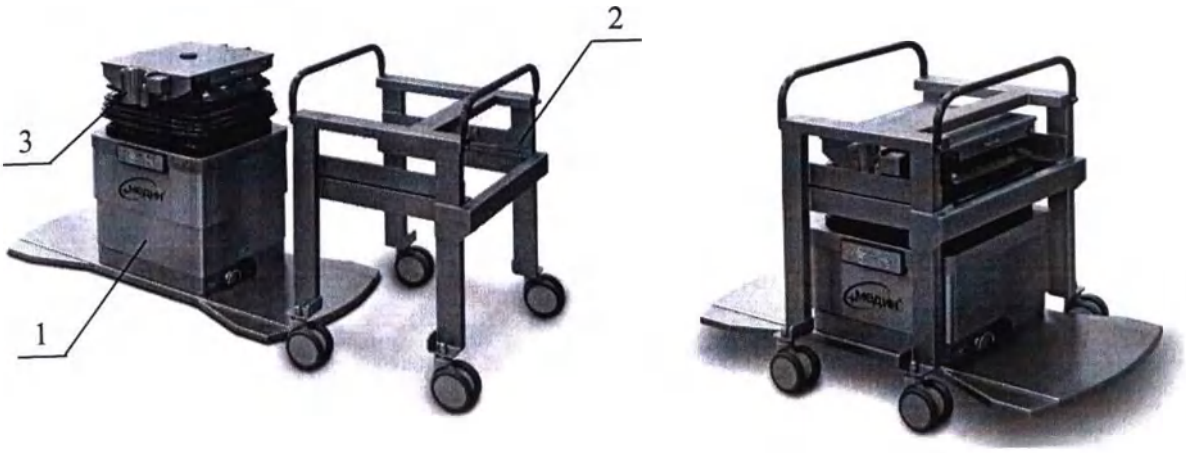

Рисунок 4. Перемещение тумбы стола.
6.10 Для перемещения тумбы стола 1 используется транспортер для тумбы 2 (Рисунок 4). Для транспортировки тумбы, верх колонны стола выставляется в горизонтальное положение («-0-») и подстраивается по высоте под тележку, если тумба находится не в «-0-» подъем и опускание ее будут заблокированы. Транспортер надевается вручную, спереди или сзади тумбы таким образом, чтобы кронштейны тумбы 3 касались упоров транспортера. Затем, нажатием кнопки 3 (Рисунок 6) на пульте управления, тумба отрывается от пола и перегружается на транспортер. Опускание тумбы на пол производится нажатием кнопки 4 пульта управления.